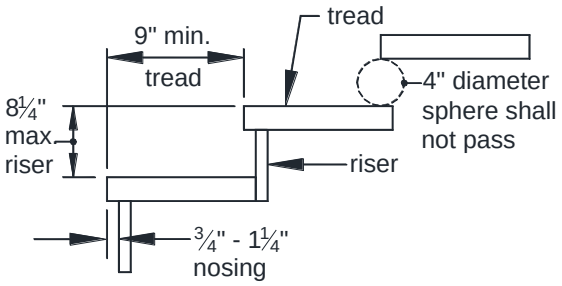

FIGURE 38: TREADS AND RISERS
- Stair geometry and opening limitations shall meet the requirements shown in FIGURE 38. Treads, risers and nosing dimensions shall not deviate at each step by more than ⅜ inches.